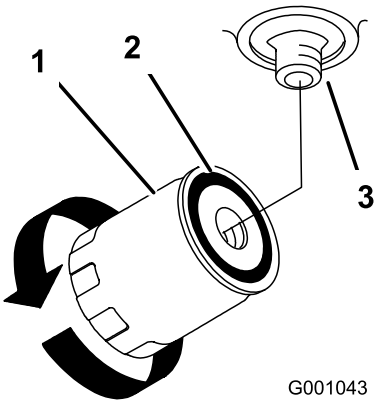

Figur 75
4. Fjern det gamle filter, og tør filteradapterens pakningsoverflade ren (Figur 75).
6. Monter det nye hydraulikfilter på filteradapteren. Drej oliefilteret med uret, indtil gummipakningen berører filteradapteren. Spænd derefter filteret yderligere 1/2 omgang (Figur 75).